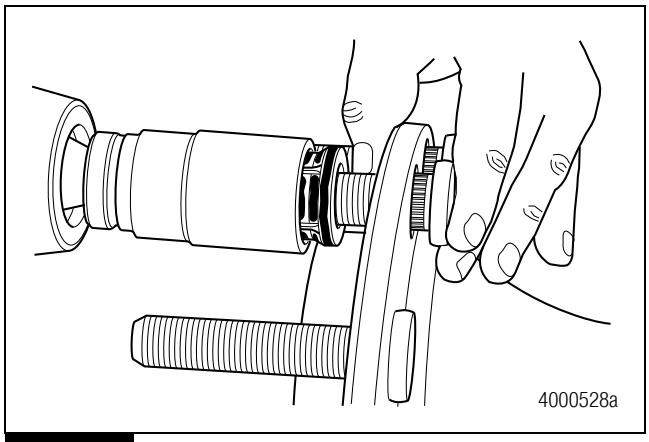
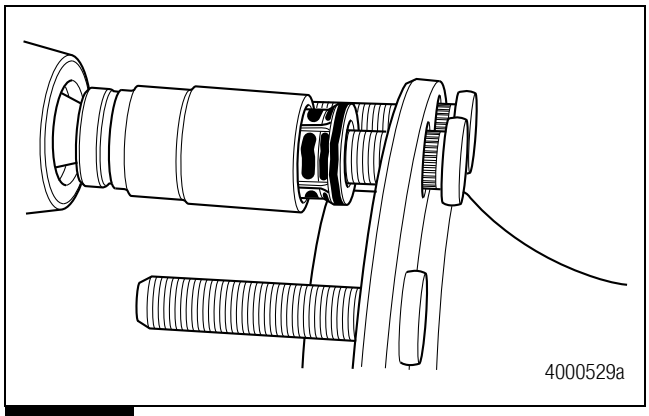

Figure 6.54
Figure 6.55
10. Position the nuts onto the studs. Use a 1/2-inch (12.7 mm) drive impact wrench to draw the stud into the hub. Do not exceed 300 lb-ft (408 N•m). Figure 6.54 and Figure 6.55.